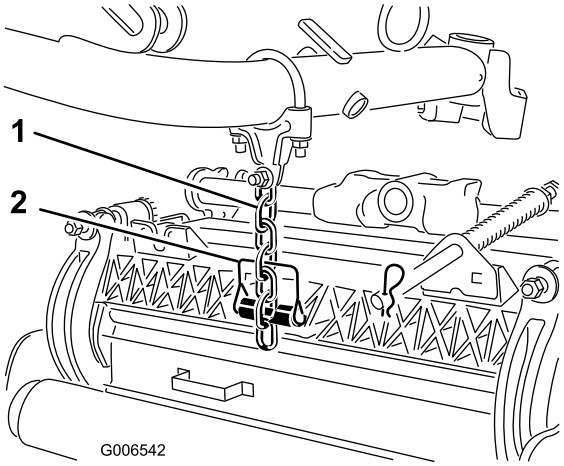

Bild 18
7. Befestigen Sie die Hubarmkette mit dem Einraststift an der Kettenhalterung des Mähwerks (Bild 18).